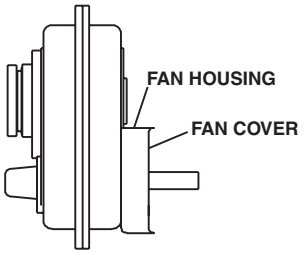

FIGURE 7-1
7.1.3 Attach the fan cover to the fan housing with the capscrews provided. See Figure 7-1.